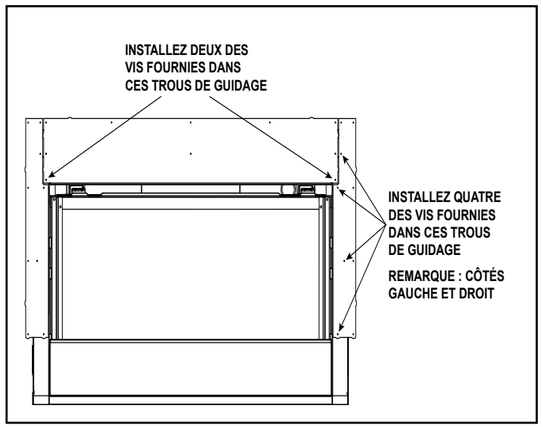

Figure 6.8 Installation des composants latéraux incombustibles.
4. Poursuivez le montage du panneau supérieur incombustible en installant des vis dans les trous de guidage situés aux coins supérieurs de gauche et de droite du panneau incombustible supérieur, comme il est indiqué à la figure 6.8.
5. Installez les composants incombustibles de gauche et de droite à l'aide des quatre vis Phillips fournies. Voir la figure 6.8.